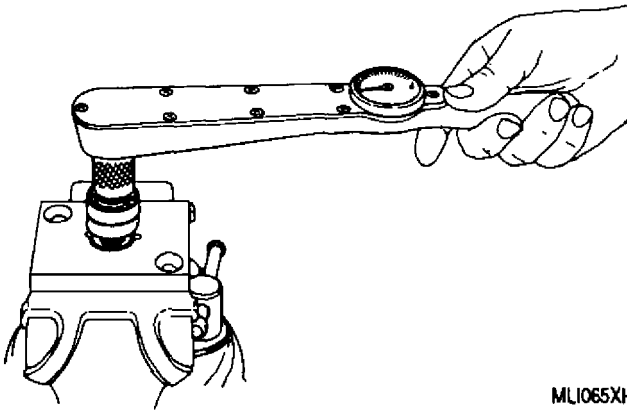

Figure 12. Installing the Speed Sensitive Valve Shaftgear Retaining Nut
c. Install retaining key washer (47) and apply TT−A−580D antiseize compound or MIL−PRF−23699 lubricating oil to threads of speed sensitive valve shaftgear. Install retaining spanner nut (48) on shaft, using 6796592 retaining nut spanner wrench and 6796591 holder. Torque nut to 40 − 70 lb in. (figure 12). (QA)